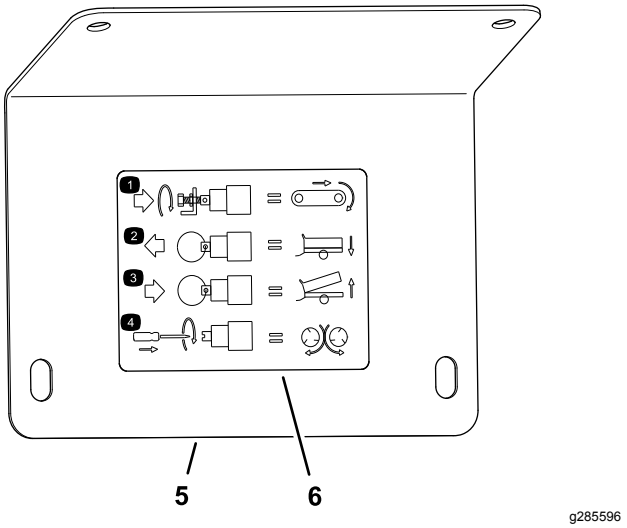

**Rysunek 29**
**Informacja:** Patrz etykieta umieszczona na pokrywie (Rysunek 29).